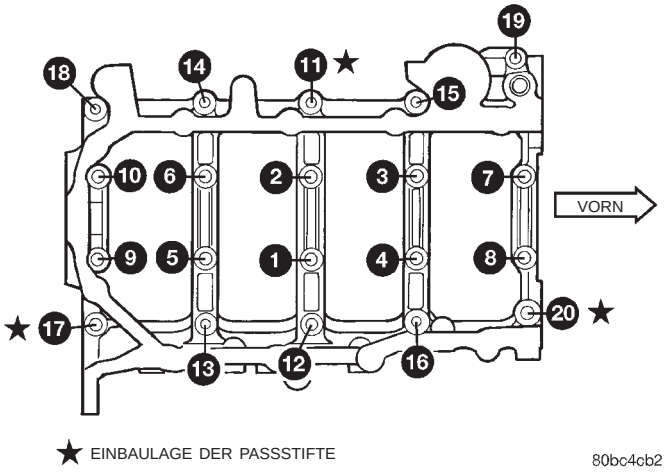

Abb. 96 Schrauben der Grundplatte
(18) Alle Hauptlagerdeckel und Schrauben der Grundplatte vom Motorblock demontieren (Abb. 96).
(19) Mit leichten Hammerschlägen die Grundplatte von den Paßstiften im Motorblock lösen.